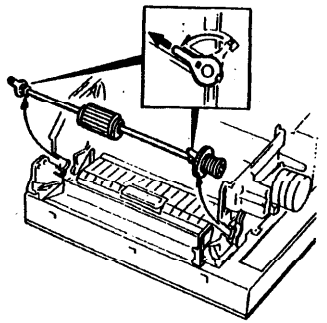

Рис. 1. Ролик подачи бумаги
7. Расположите подшипники на ролике так, чтобы они совпали с прорезями в раме (Рис. 1).